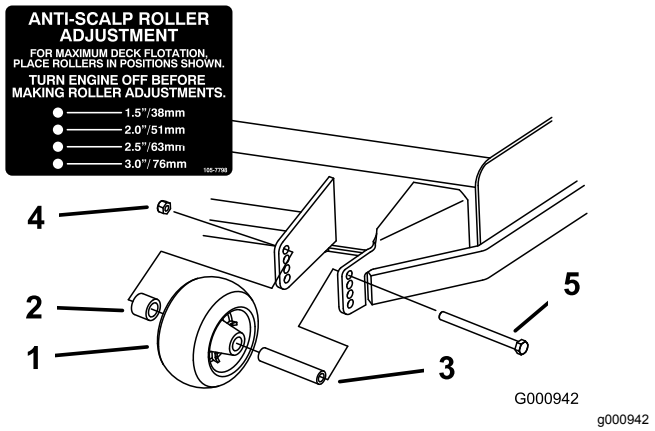
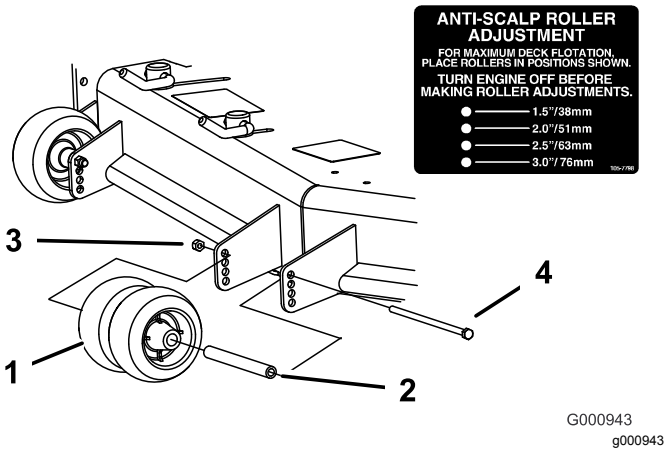
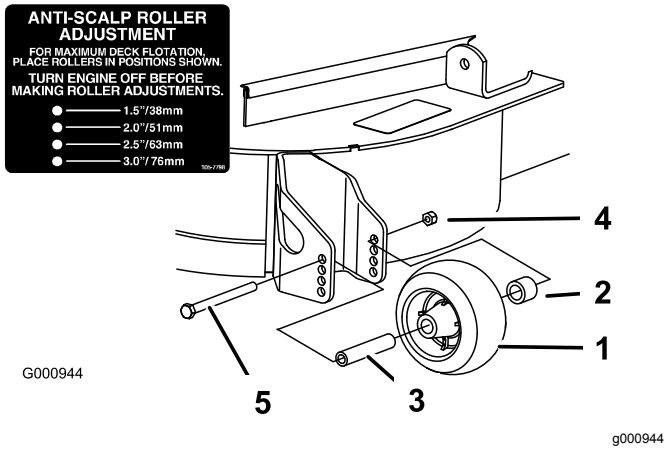

Figur 29
Figur 30
Figur 31
3. Juster antiskalperingsvalsene som vist i Figur 29, Figur 30 og Figur 31.